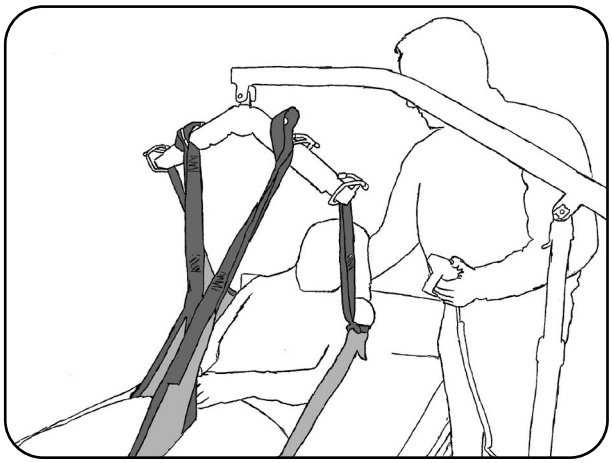

Abb. 8.3.03 - Anheben des Patienten
9. Hängen Sie die Beinschlaufen über Kreuz, entsprechend dem Kapitel Vorbereitung Abschnitt **Transportbügel der aks-Patientenlifter**, an die Haken des Transportbügels (Abb. 8.3.03). Achten Sie dabei auf die gleiche Einhängeposition. Diese erkennen Sie an der farblichen Kennzeichnung der Schlaufen (siehe Kapitel Vorbereitung Abschnitt **Gurtschlaufen**).
10. Hängen Sie die Schulterschlaufen, entsprechend dem Kapitel Vorbereitung Abschnitt **Transportbügel der aks-Patientenlifter**, an die Haken des Transportbügels (Abb. 8.3.03). Achten Sie auch hier auf die gleiche Einhängeposition, erkennbar an der farblichen Kennzeichnung der Schlaufen (siehe Kapitel Vorbereitung Abschnitt **Gurtschlaufen**).
12. Heben Sie den Patienten mit dem aks-Patientenlifter an (Abb. 8.3.03). Beobachten Sie dabei den Patienten und die Straffung des Liftergurtes. Korrigieren Sie gegebenenfalls den Sitz des Liftergurtes durch erneutes Ablassen des Patienten und Verschieben der ungünstig sitzenden Teile des Liftergurtes. Beobachten Sie während des gesamten Hebevorganges ständig den Patienten und den Sitz des Liftergurtes. Heben Sie den Patienten nur so hoch wie nötig.